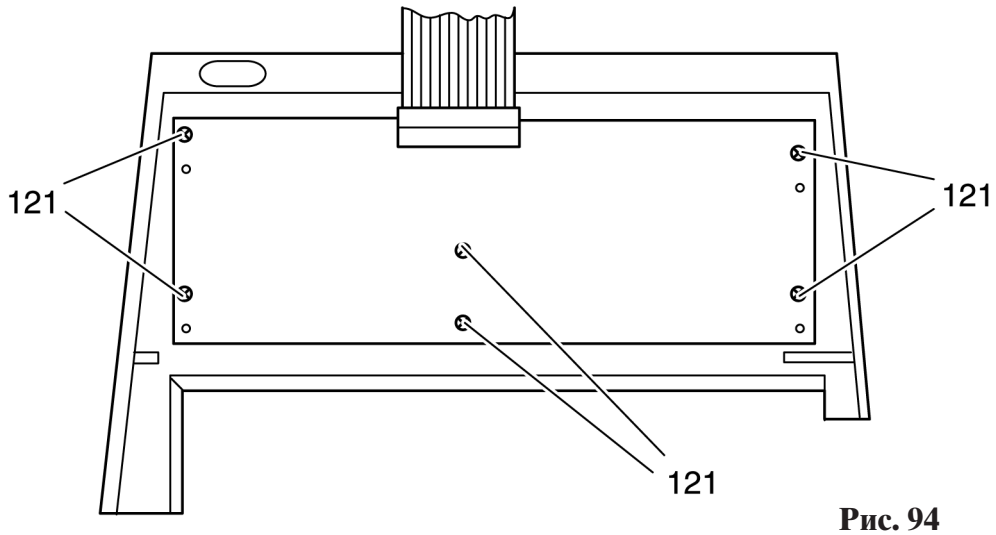

Рис. 94
- Закрепите плату шестью крепежными винтами 121 (рис. 94).